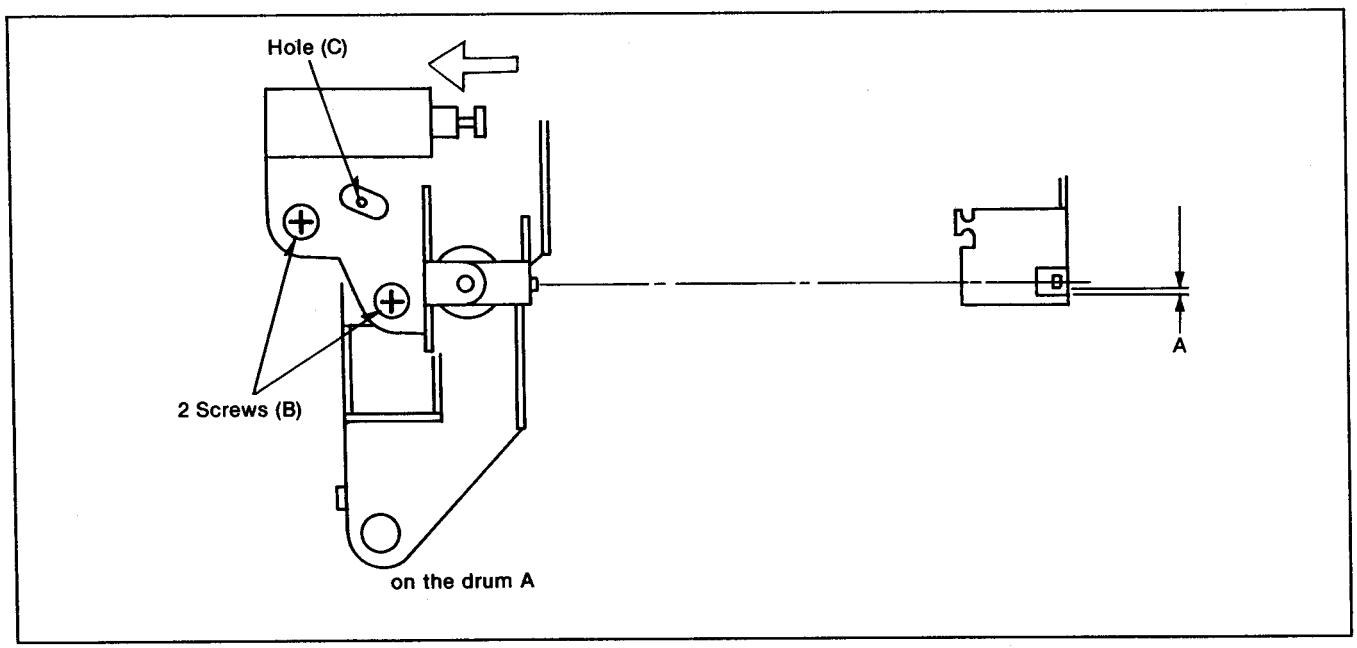

Fig. 6-29-2 Cleaner Solenoid Position Adjustment
2. Confirm that the clearance (A) is center position as shown in figure 6-29-2.
3. If it is not, loosen the 2 screws (B) and insert an eccentric screwdriver into hole (C).
4. Adjust the cleaner solenoid position with the eccentric screwdriver so that the clearance (A) is 0.3mm ~ 0.4mm.
5. Tighten the 2 screws (B).